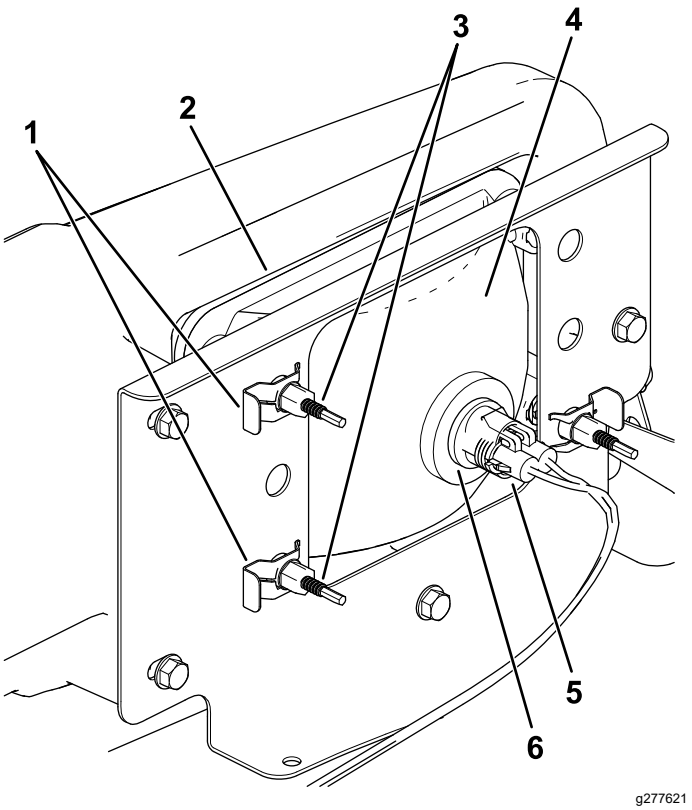

Bild 41
3. Schließen Sie den elektrischen Anschluss für den Kabelbaum vom Lampenanschluss ab (Bild 41).
4. Entfernen Sie die Schellen, mit denen der Scheinwerfer an der Scheinwerferhalterung befestigt ist (Bild 41).
5. Schieben Sie den Scheinwerfer nach vorne durch die Öffnung in der vorderen Stoßstange und entfernen Sie ihn (Bild 41).
6. Setzen Sie den neuen Scheinwerfer durch die Öffnung in der Stoßstange ein (Bild 41).
8. Schließen Sie den elektrischen Anschluss für den Kabelbaum am Lampenanschluss an (Bild 41).
5. Drehen Sie die Einstellschrauben an der Rückseite des Scheinwerfers (Bild 41), um den Scheinwerfer zu drehen und den Scheinwerferstrahl einzustellen.